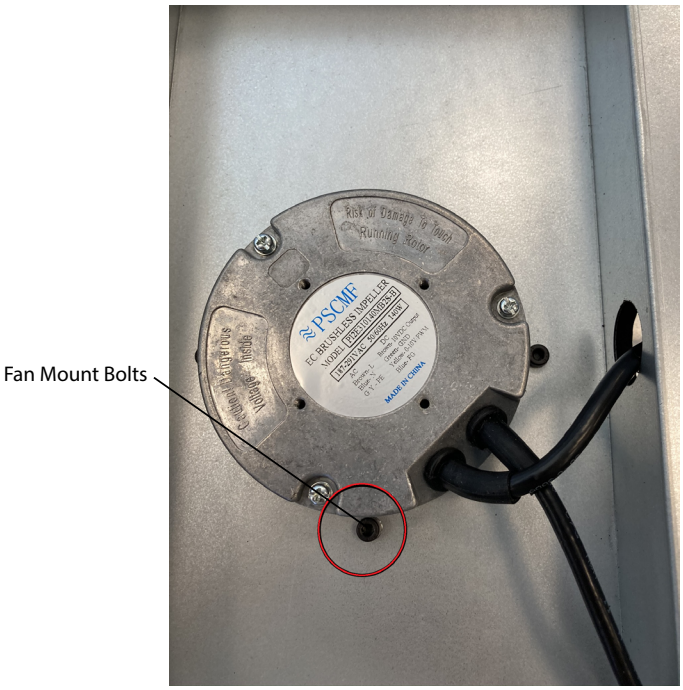

Figure 431.1 (Fan Mounting Bolts)
7. Remove fan mount bolts (Allen Head bolts (4 places).) See figure 431.1.